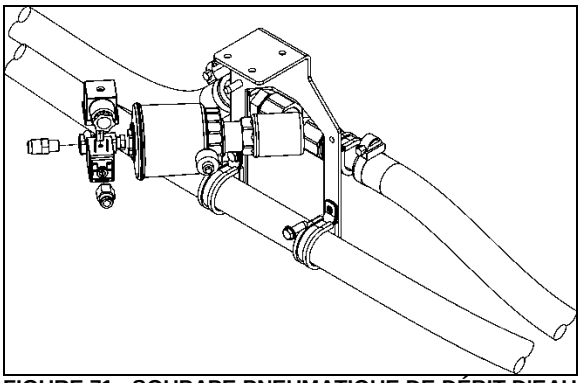

FIGURE 71 : SOUPAPE PNEUMATIQUE DE DÉBIT D'EAU CHAUDE DE L'UNITÉ DU CONDUCTEUR
Le débit d'eau chaude vers le radiateur de chauffage de l'unité du conducteur est contrôlé par une soupape pneumatique normalement ouverte. La soupape est située au plafond du compartiment de la roue de secours (Figure 71), est conçue de façon à ce que l'électrovanne pilote, qui fait partie de l'ensemble, ouvre et ferme un port qui dirige la pression d'air vers le boîtier de l'actionneur, ouvrant ou fermant ainsi la soupape.
2. Repérer la soupape pneumatique de débit d'eau chaude normalement ouverte sur le plafond du compartiment de la roue de secours (Figure 71), débrancher le connecteur, puis connecter une source d'alimentation externe de 24 V avec des câbles d'appoint pour fermer la soupape.